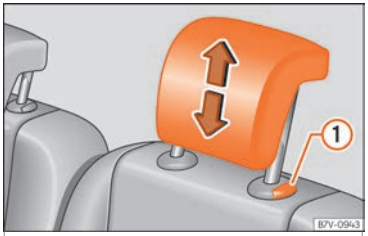

Fig. 155 Adjust the head restraints in the second or third row of seats
- Raise the head restraint in the direction of the arrow or lower it ››› **Fig. 154** or ››› **Fig. 155** (1) with the button pressed ››› ⚠ **in Removing and installing the head restraints on page 149**.